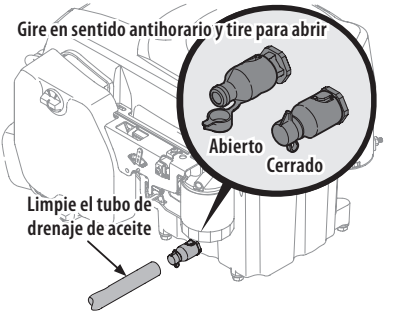

Fig. 34
4. Abra la tapita protectora del extremo de la válvula de drenaje para visualizar el orificio de drenaje (Fig. 34).